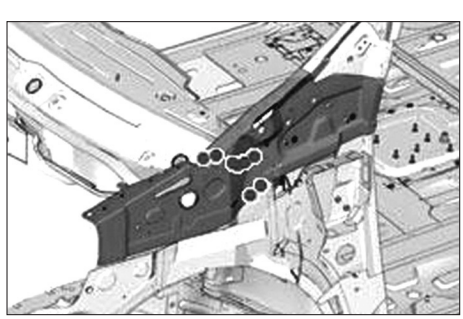

**FIG. 29**
• Souder par points bouchons **(Fig.29)**.